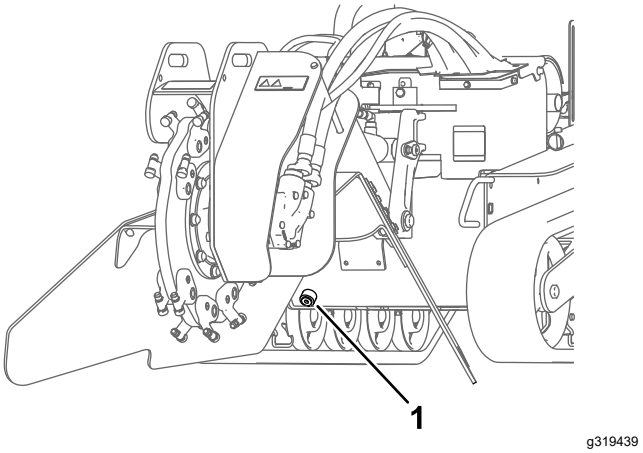

Figuur 59
7. Verwijder de aftapplug van de hydraulische tank zodat de olie in de opvangbak kan lopen (Figuur 59).